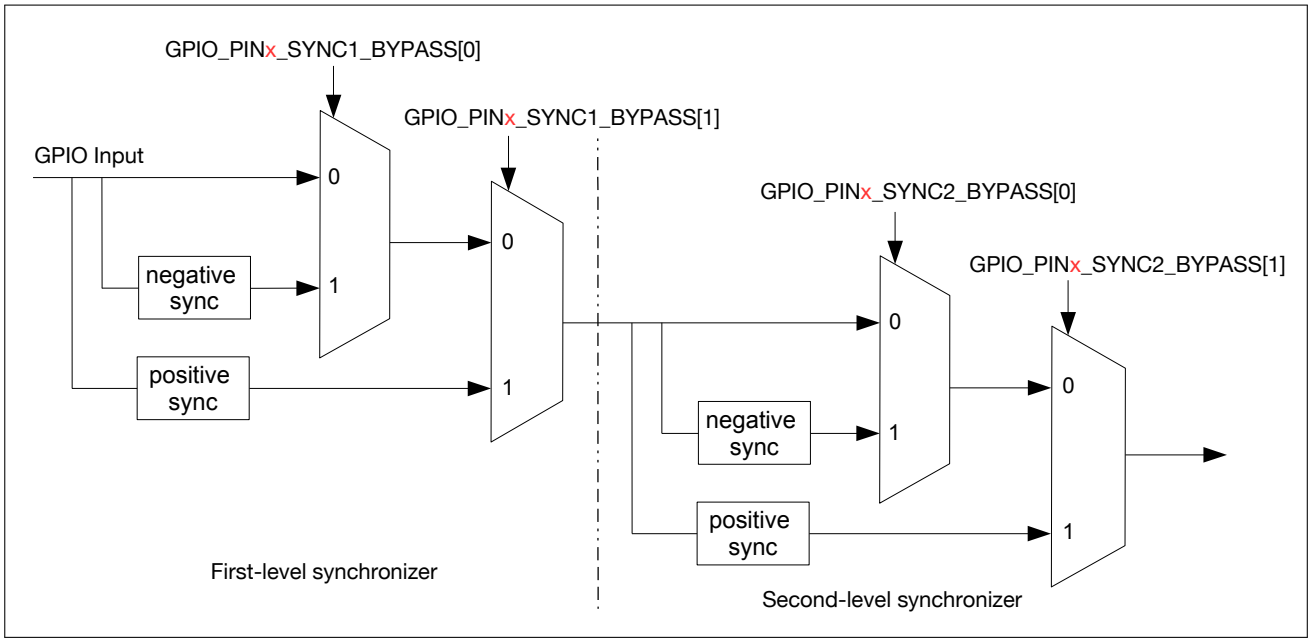

图 7-3. GPIO 输入经 IO MUX 运行时钟上升沿或下降沿同步
GPIO SYNC 模块的功能如图 7-3 所示。其中，negative sync 为 GPIO 输入经过 IO MUX 的运行时钟的下降沿同步，positive sync 为 GPIO 输入经过 IO MUX 的运行时钟上升沿同步。
- 如图 7-3 所示，配置 GPIO_PIN*x*_SYNC1_BYPASS 使能输入信号在第一级同步中为上升沿或下降沿同步。
- 如图 7-3 所示，配置 GPIO_PIN*x*_SYNC2_BYPASS 使能输入信号在第二级同步中为上升沿或下降沿同步。